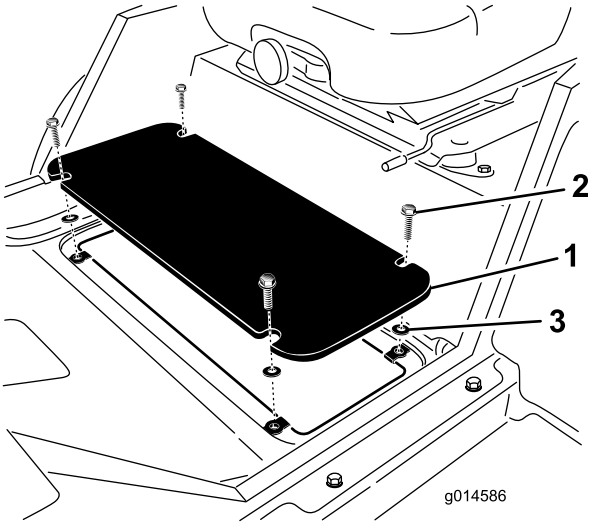

Figur 7
1. Ta bort de fyra (4) skruvarna som fäster golvplattan på ramen (Figur 7).